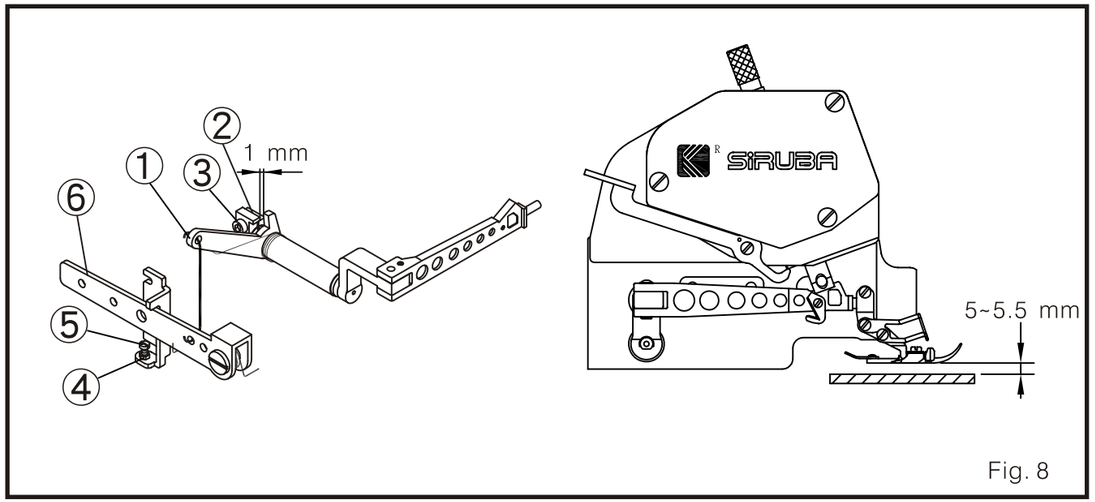

Fig. 8
2. Ajuste la cantidad de ascenso del pie prénsatelas (Fig. 8)